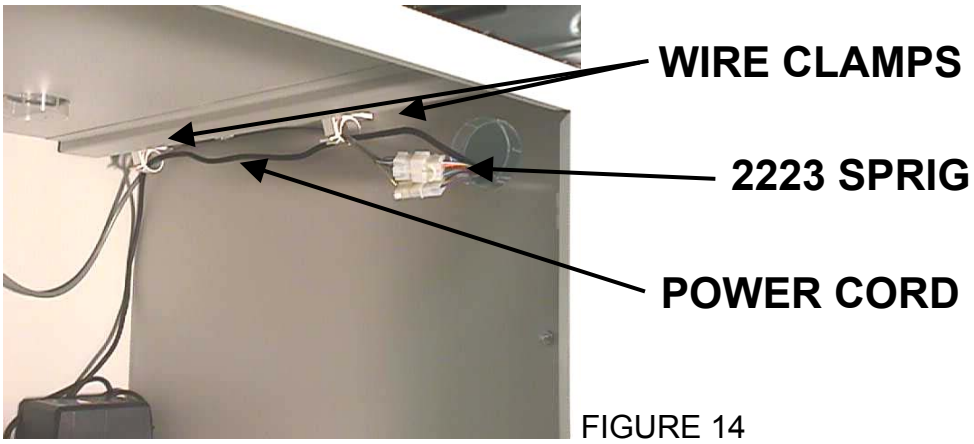

FIGURE 14
4.9.4 Attach two wire clamps to the stand as shown. Route the 2223 Sprig and the Transformer Power Cord along the top of the stand using the wire clamps. Continue to route the Transformer Power Cord out the top right side hole. (see figure 14)